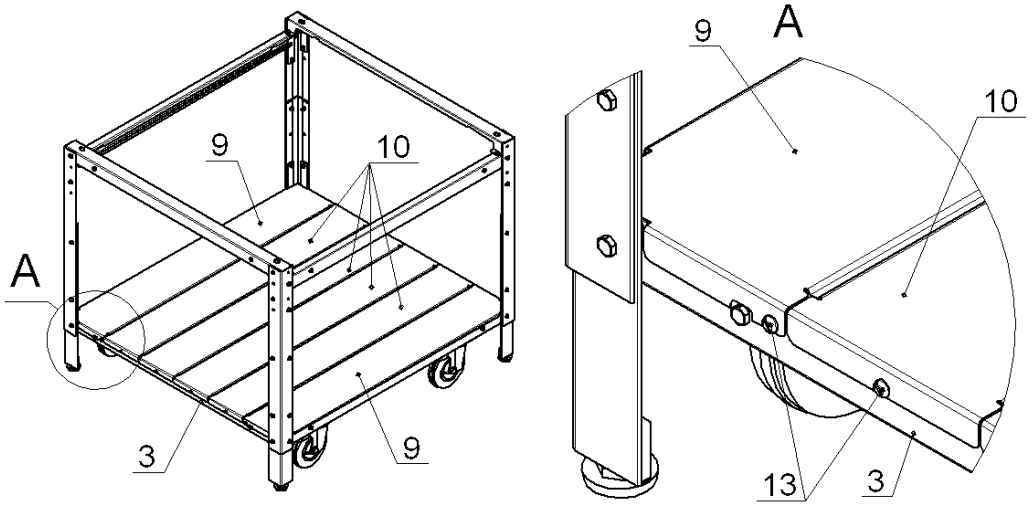

Рис.9
9. Закрепить винтами М5, поз.13 на профилях лицевых нижних, поз.3 сегменты полки боковые, поз.9 и сегменты полки центральные, поз.10, как показано на рис.9. Проверить равенство диагоналей. Окончательно затянуть все гайки и винты: